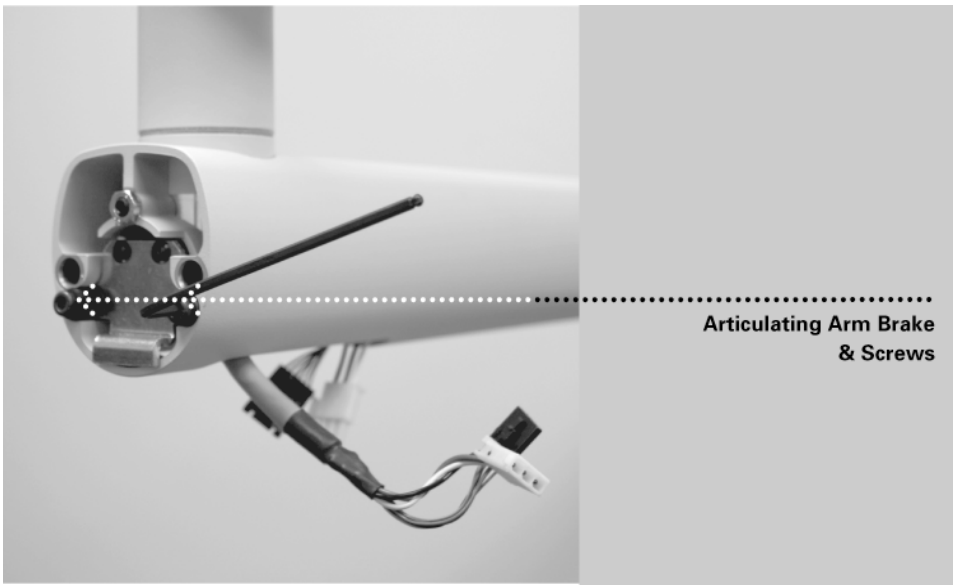

Figure 22 Adjusting the Articulating Arm Brake Assembly
3. Using a 3 mm Allen wrench, install the Articulating Arm brake. Tighten screws until the Articulating Arm brake comes into contact with the shaft of the Articulating Arm. If additional friction is required to prevent drifting, turn the two screws evenly ~¼ turn at a time until drift stops, as shown in *Figure 22*.